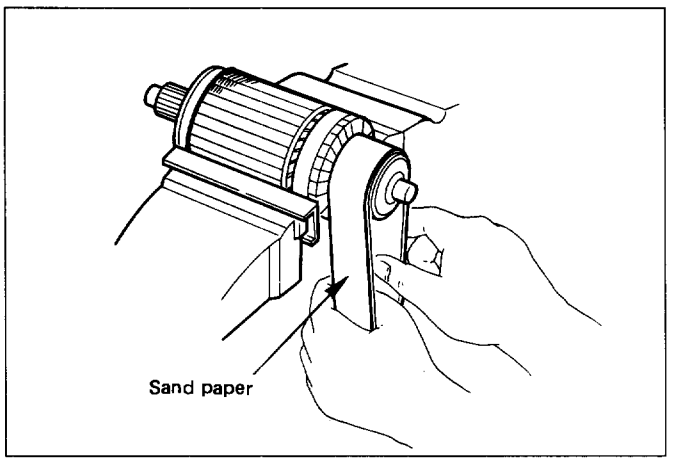

Fig. 6D2-20
- Measure the depth of insulator in commutator. Repair, if it is below the limit. (Fig. 6D2-21)